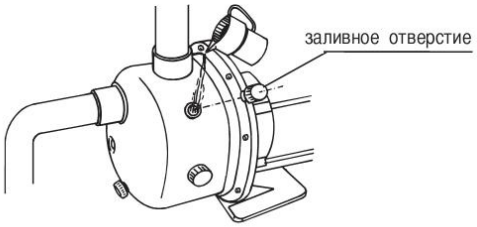

Рис. 6 Заполнение рабочей полости насоса жидкостью
Для смазки рабочих органов в начальный период пуска необходимо залить в электронасос через заливное отверстие перекачиваемую жидкость до заполнения рабочей полости. После этого необходимо осуществить медленное вращение вала электродвигателя со стороны охлаждающего вентилятора, предварительно сняв кожух защиты вентилятора. (Рис. 6)
- открутить пробку заливного отверстия (Рис. 6);